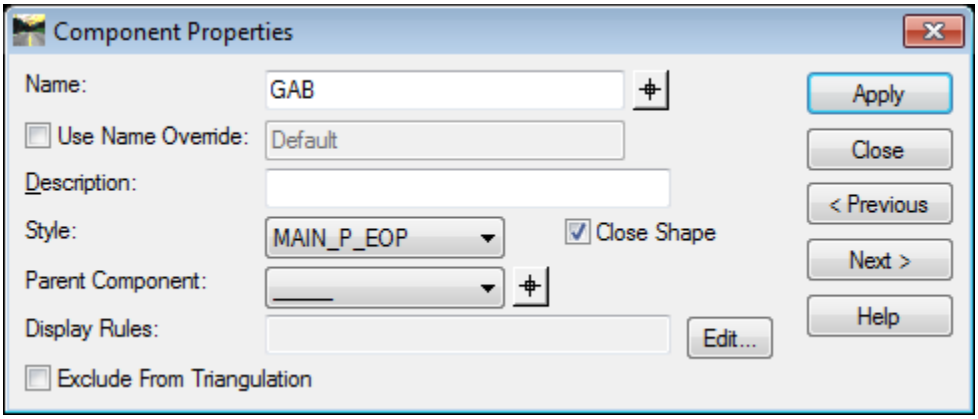

Figure L7-35 Component Properties
• Verify your entries match that shown in *Figure L7-35*.